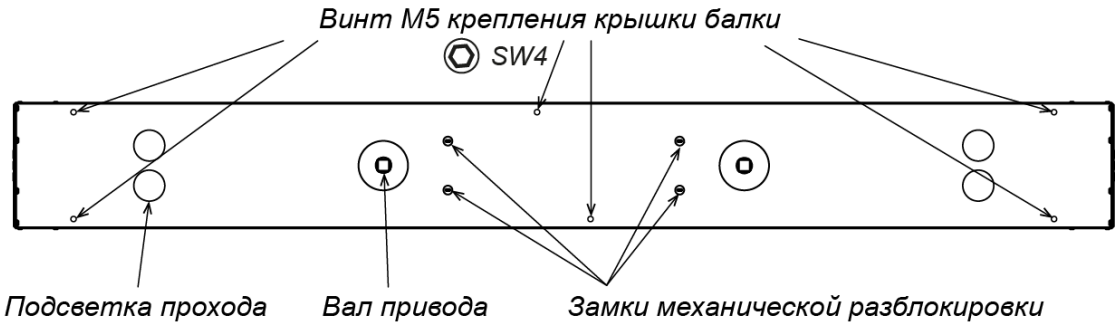

Рисунок 20. Элементы балки привода
- снимите вставку защитную (см. рис. 20), для чего открутите два винта М4 (ключ SW3), удерживающие ее сверху;
28. Установите крышку (10) на балку привода (9):
- Вкрутите шесть винтов М5 (ключ SW4), фиксирующие крышку балки (см. рис. 20).
При необходимости замена ламп подсветки прохода производится в следующем порядке (см. рис. 20, 24):